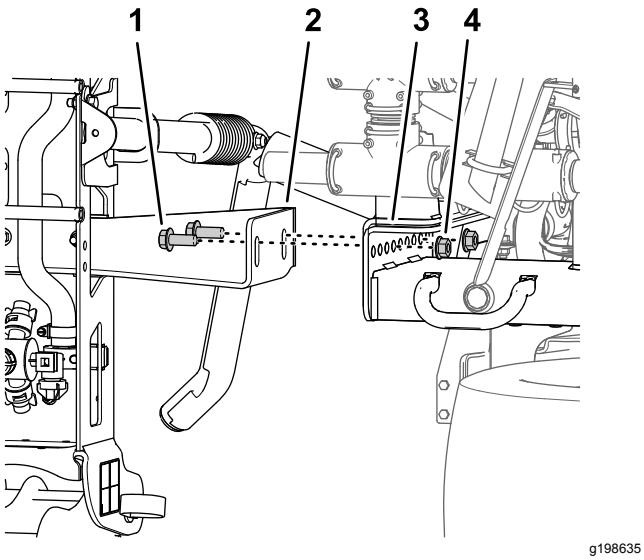

Rysunek 47
4. Odkręć 4 śruby kołnierzowe (½ x 1¼ cala) i 4 nakrętki kołnierzowe (½ cala) mocujące wsporniki środkowej sekcji zraszania do płyty montażowej na ramie maszyny i wyjmij środkową sekcję zraszania z maszyny (Rysunek 47).